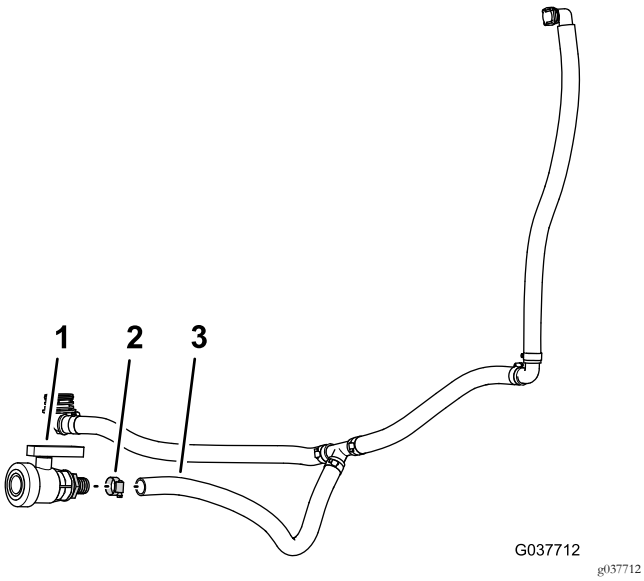

Figuur 73
1. Monteer de slangpilaar van de aftapklep die u verwijderd hebt in stap 6 van 5 De onderdelen van het omloop-, aftap- en mengsysteem verwijderen (bladz. 14) op de aftapslang – 104 cm van de omloop- en aftapslang (Figuur 73).
2. Bevestig de aftapklep op de slang; gebruik de slangklem (Figuur 73) die u verwijderd hebt in stap 6 van 5 De onderdelen van het omloop-, aftap- en mengsysteem verwijderen (bladz. 14).